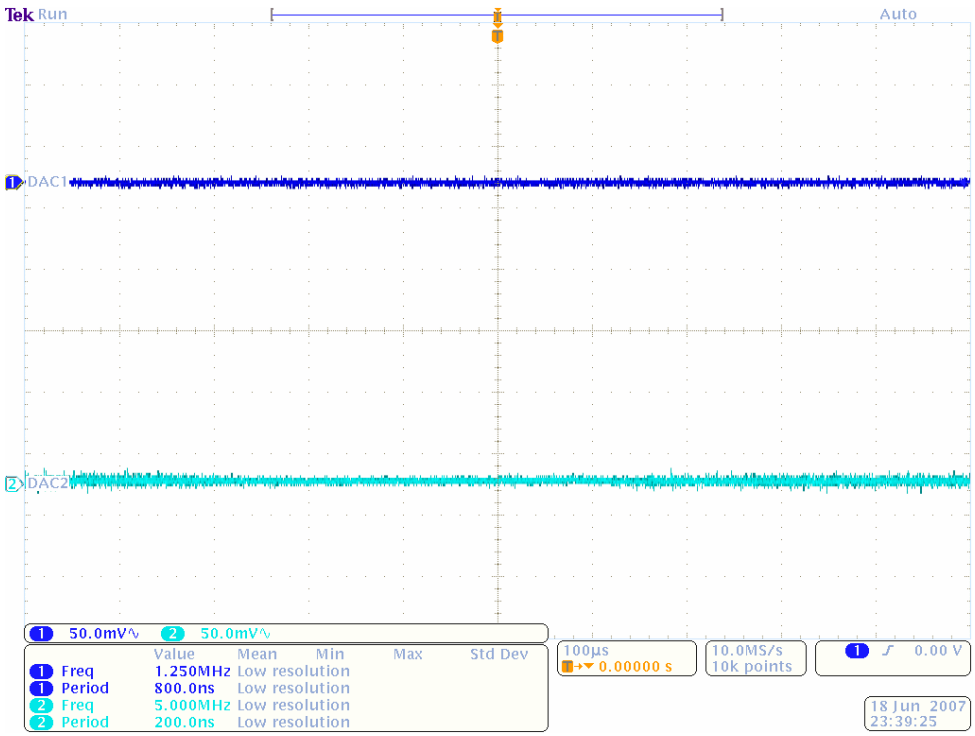

*Figure 19:* **Output on DAC_1 (top) and DAC_2 (bottom) for Example 1**
**Output on the DACs:** When examining the output on the DACs shown in Figure 19, no output is present and the DACs are not driven by any data. This is because the DAC output pad locations were not specified in System Generator.
**Description**: This example shows how to use a DIME clock for clocking the ADCs/DACs and the System Generator for DSP design. In this example, `DIME CLK_A` is used to drive both the DACs and the System Generator for DSP demo design. For this setup, a new `.bit` file with the clock input on pin K7 was created for the clock FPGA and the System Generator for DSP design was modified to route the DIME clock to the correct output pin, in this case B13, as shown in Figure 19.